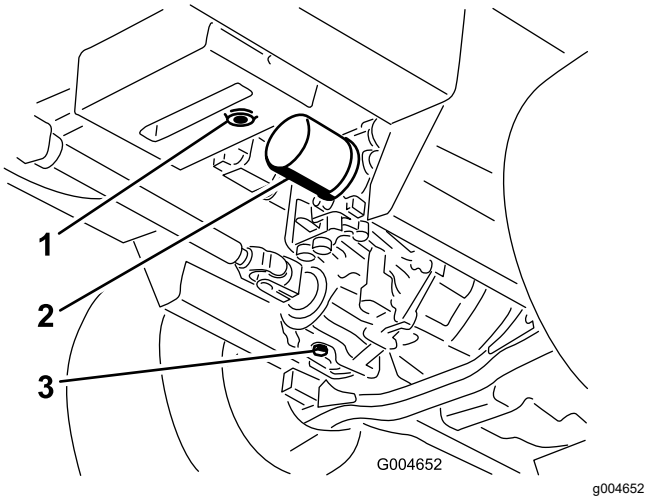

Figur 58
3. Placer en stor bakke under hydraulikbeholderen og gearkassen, og skru propperne af, så al hydraulikvæsken kan løbe af (Figur 58).
4. Rengør området omkring hydraulikvæskefilteret, og afmonter filteret (Figur 58).